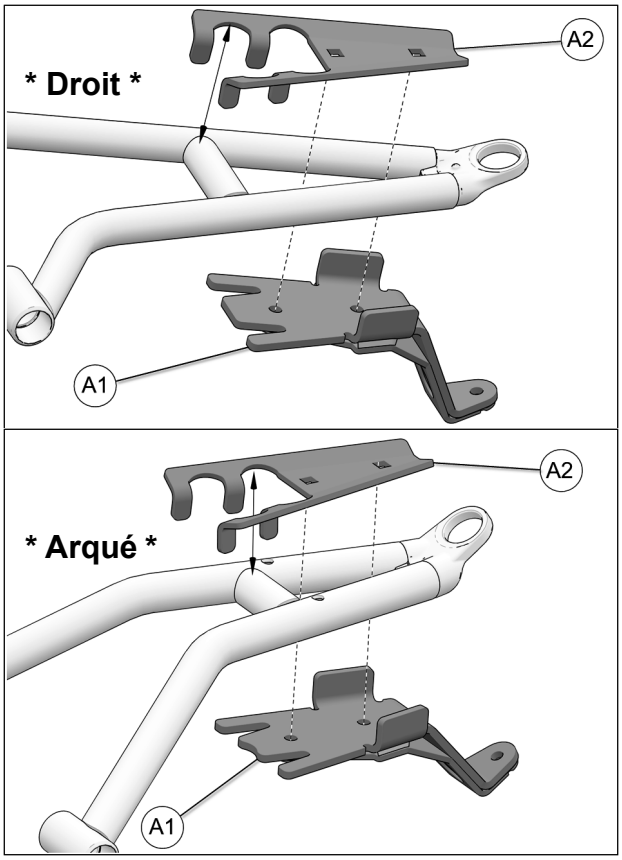

Fig. 15
5. Positionner la partie inférieure de l'ancrage anti–rotation (**A1**) sous le bras de suspension inférieur. Positionner la partie supérieure (**A2**) au–dessus du bras de suspension de façon à ce que les trous de la partie supérieure s'alignent avec ceux de la partie inférieure. Voir la Fig. 15